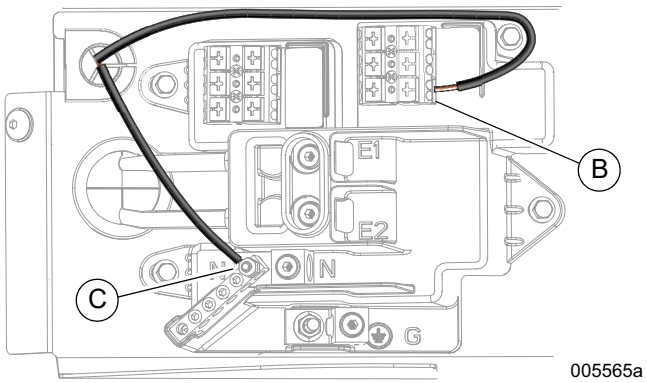

Figure 13. Bornier de détection d'entrée
2. Voir ***Figure 13***. Raccordez les câbles conducteurs du réchauffeur à la borne T1 (B) et au contact neutre (C), tel qu'illustré.